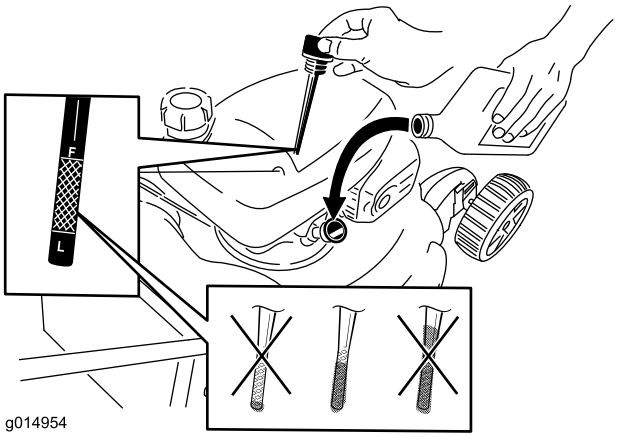

Figur 14
2. Ta ut oljestickan (Figur 14).
5. Ta ut oljestickan och läs av oljenivån, se Figur 14.
- Om oljenivån är för låg fyller du sakta på lite olja i oljepåfyllningsröret och upprepar sedan steg 3 till 5 tills korrekt oljenivå har uppnåtts enligt Figur 14.